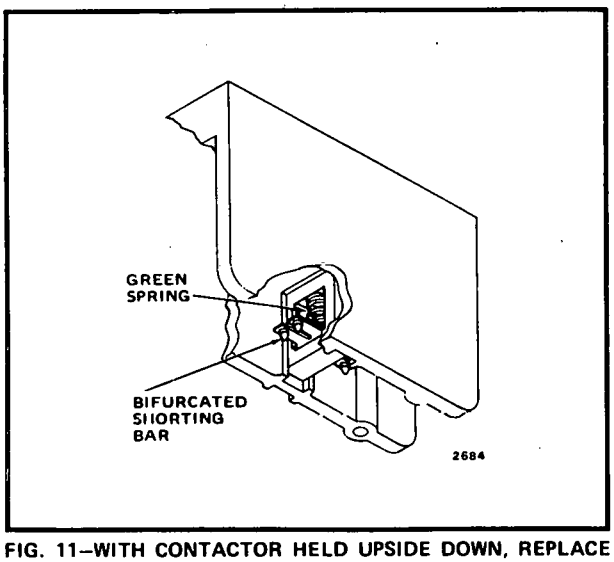

FIG. 11–WITH CONTACTOR HELD UPSIDE DOWN, REPLACE SHORTING BAR AND SPRING.
2. Turn contactor over and place shorting bar in position as shown in Fig. 11.
3. Compress green spring and insert between shorting bar and molded base of the contactor, see Fig. 11. Make certain spring is firmly positioned.